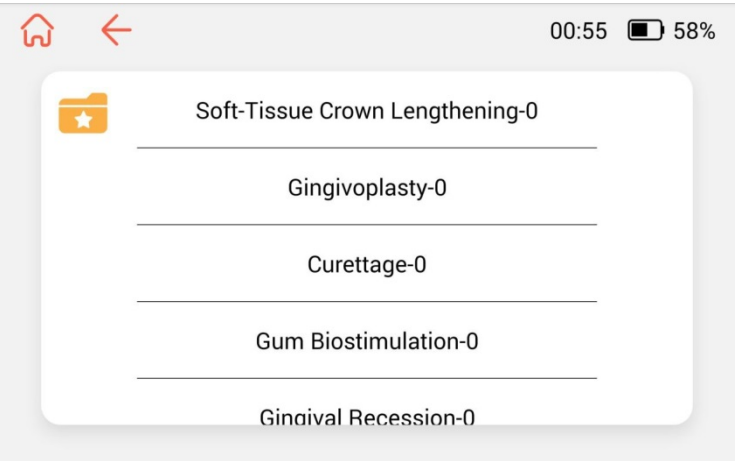

Рис.5.1. Интерфейс сохраненных протоколов
5.1 В основном интерфейсе войдите в «Favorites» (Избранное), чтобы просмотреть сохраненные протоколы (Рис. 5.1), и нажмите и удерживайте кнопку, чтобы удалить сохраненные протоколы;